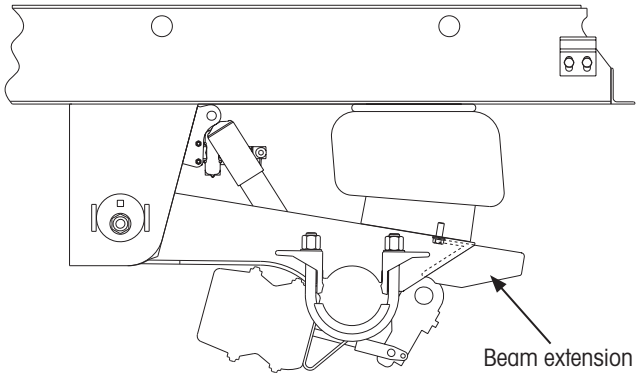

Figure 70: Installing rear suspension beam extension
4. **Slide** a beam extension into the end of each suspension beam (Figure 70) so the notch in the beam extension aligns with and stops against the bolt installed in the previous step.